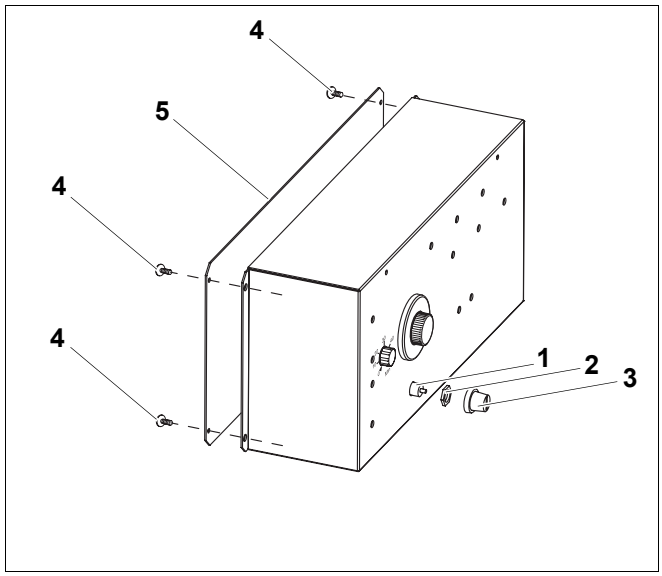

Rys. 63 Sterownik dodatkowy HT3101E
- Wykręcić śruby (rys. 63, **poz. 4**) mocujące pokrywę obudowy (rys. 63, **poz. 5**).
- Zdjąć pokrywę obudowy (rys. 63, **poz. 5**).
- Odkręcić kapturek ochronny (rys. 63, **poz. 3**).
- Odkręcić nakrętkę mocującą ogranicznik temperatury maksymalnej STB (rys. 63, **poz. 2**).